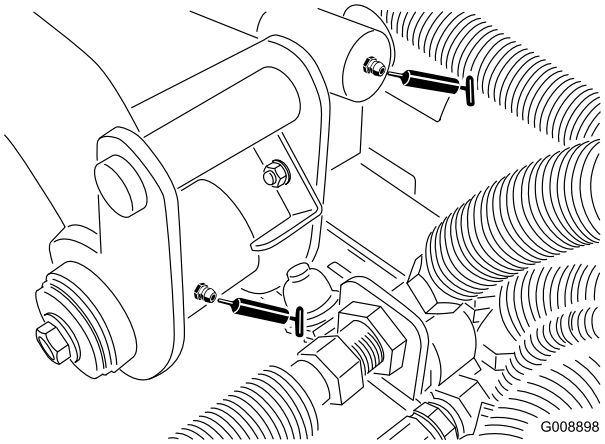

Figur 34
- Bageste løftearms drejetap og løftecylinder (2) (Figur 34)